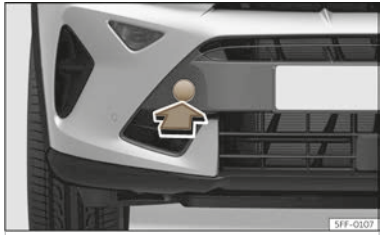

Fig. 223 Front bumper on right: remove the lid.
The housing of the removable towing eye is on the right side of the front bumper underneath a cover ››› **Fig. 223**.
2. Remove the cover by pressing down on its base and leave it hanging from the vehicle ››› **Fig. 223**.